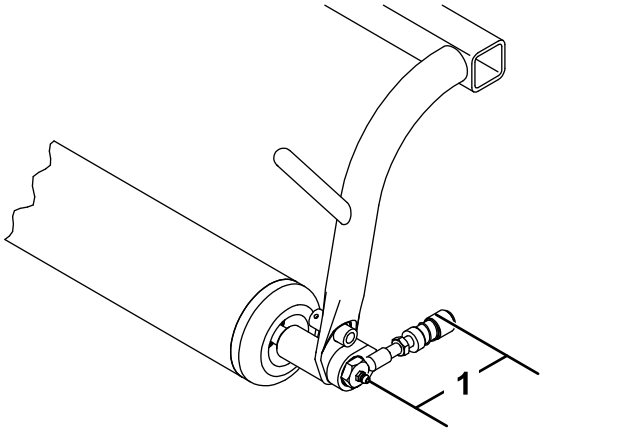

Figura 5
9. Ajuste el alojamiento de la articulación esférica, de modo que la distancia entre el tornillo de engrase y la apertura en el alojamiento de la articulación esférica sea de 9,1 cm y apriete la contratuerca para fijarla en su sitio (Figura 5).